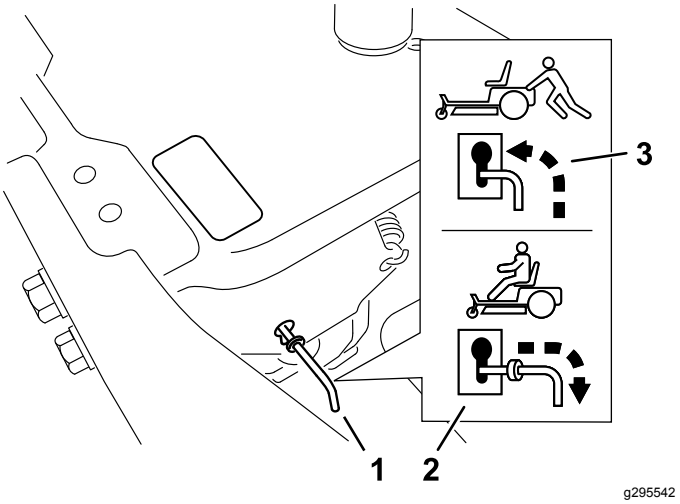

Figur 32
4. Flytt omløpsspakene forover gjennom nøkkelhullet og ned for å låse dem i denne stillingen Figur 32.
Flytt de to omløpsspakene bakover gjennom nøkkelhullet og ned for å låse dem i denne stillingen som vist i Figur 32.